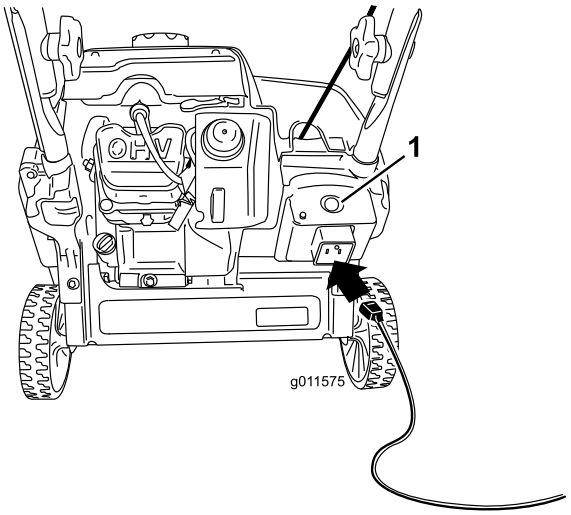
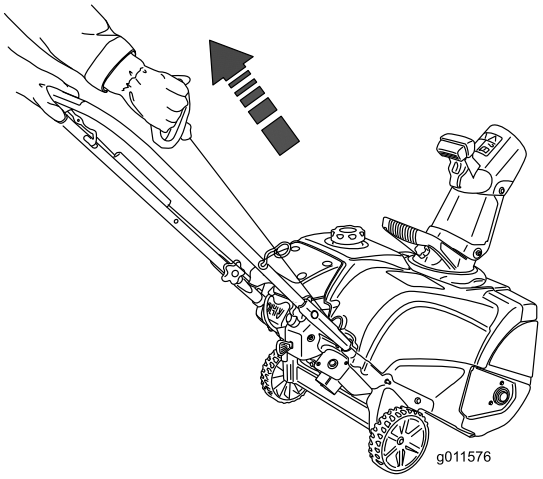

Figur 18
Figur 19
4. Forbind en forlængerledning til en strømkilde og sneslyngen, og tryk på elektrisk start-knappen (Figur 18), eller træk tilbageslagsstarthåndtaget (Figur 19).